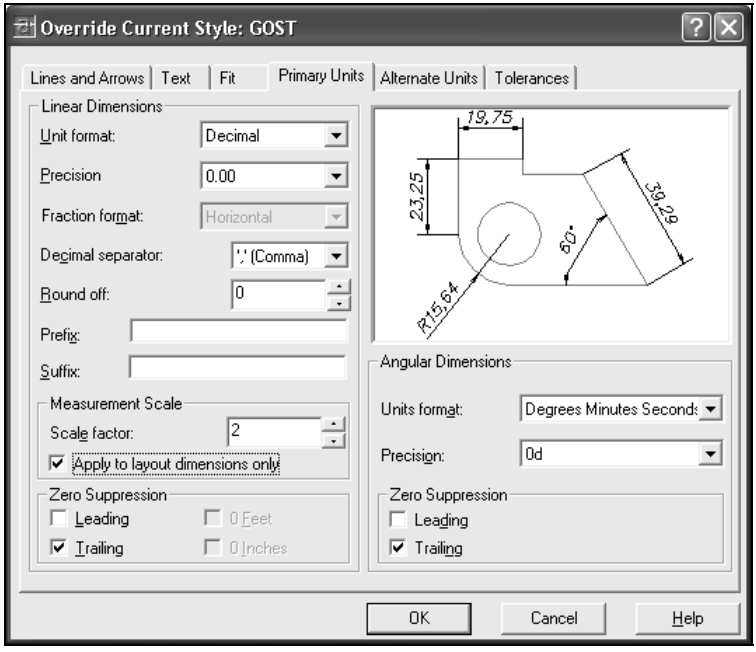

Рис. 11.17. Вкладка **Primary Units** диалогового окна **Override Current Style**
2. В области **Measurement Scale** (Масштаб измерений) устанавливают флажок **Apply to layout dimension only** (Только для размеров на листе) (рис. 11.17).